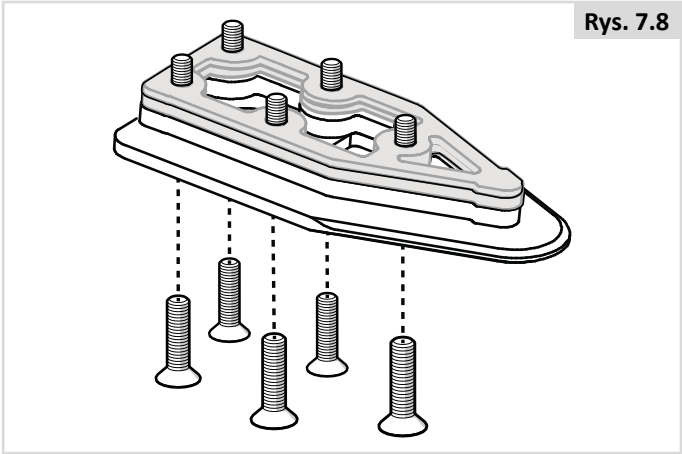

Rys. 7.8
3. Wkręcić pięć śrub w płytę ustalającą, obowiązkową podkładkę 8 mm i wybrane opcjonalne podkładki (na rysunku szare, Rys. 7.8).